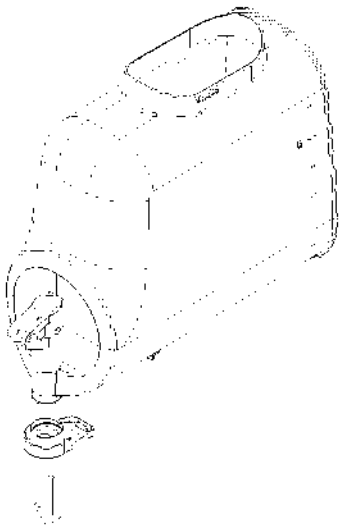

figure 12
- enlever le réducteur de débit du bac (voir figure 12)
7 Enlever le réducteur de débit du bac (voir figure 12).
5 Enlever le réducteur de débit du bac (voir figure 12).